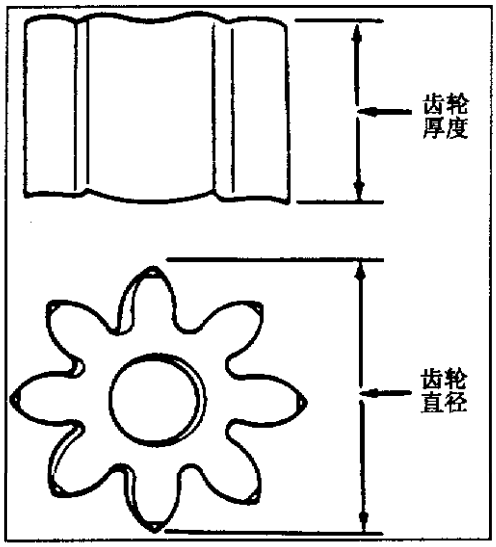

图 1-1-16　油泵齿轮厚度、直径检查
(3)见图 1-1-16,检查油泵齿轮厚度和直径。厚度:30.45~30.48mm,传动和从动齿轮直径为 38.05~38.10mm。